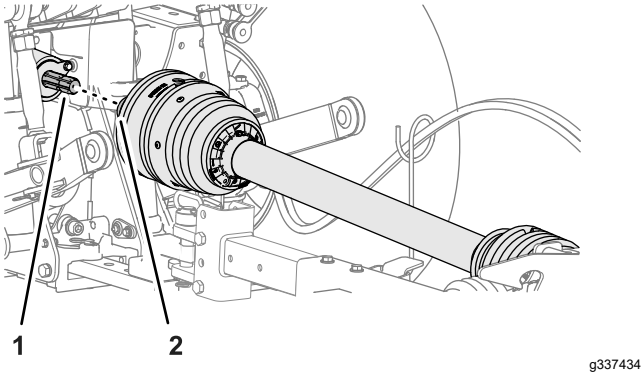

Figur 30
1. Rikta in kraftuttagsaxelns snabbkoppling på kraftuttagets utgångsaxel (Figur 30).